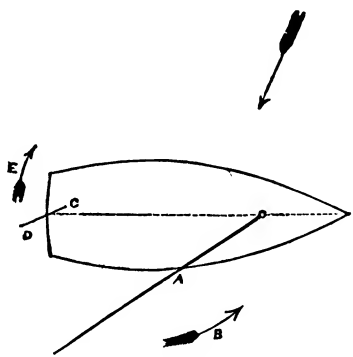

Fig. 1.
Fig. 1 shows a vessel with the wind on the port, or left side, blowing in the direction of the straight arrow upon the sail (A).